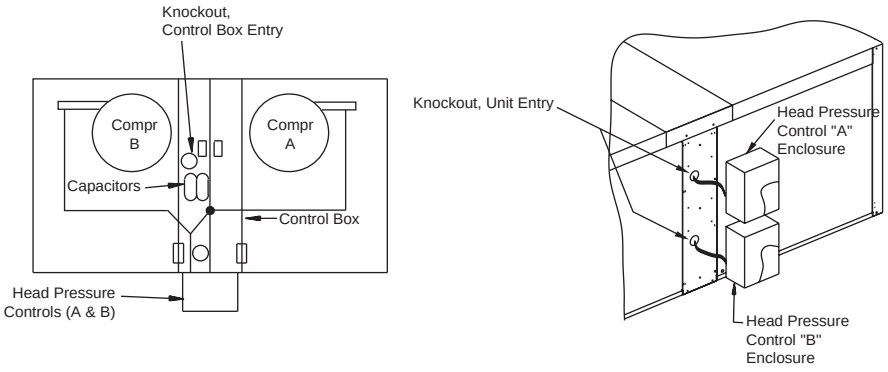

Figure 5. HPC installation for CTA/TTA/TWA180B, TTA/TWA155B,TTA155C,TTA180C,TTA/TWA200B,TTA/TWA240B
Be cautious not to "cross circuits" during installation. The HPC for "circuit A" must sense liquid temperature from compressor A. The HPC for "circuit B" must sense liquid temperature from compressor B. See *Figure 5* for circuit designation.
e. Remove knockout located in the bottom flange of the control box and insert bushing provided in the kit, *Figure 5*.
f. Remove the two knockouts from the center panel at the back of the unit. Insert bushings provided with the kit, *Figure 5*.